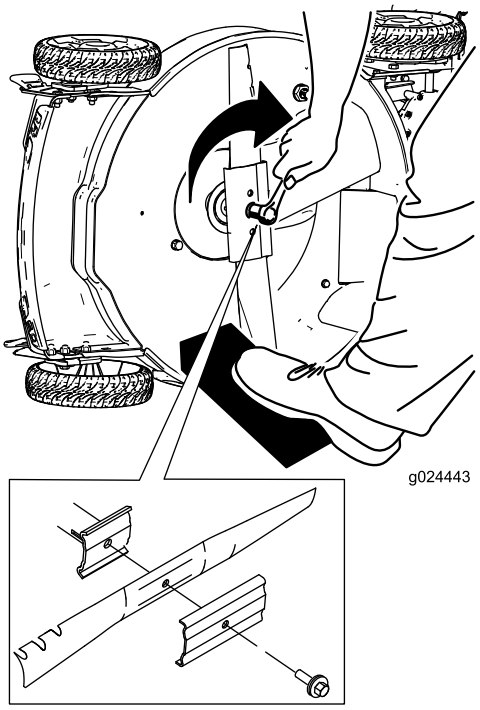

Figur 26
5. Montera den nya kniven genom att vrida knivskruven medurs (Figur 26).